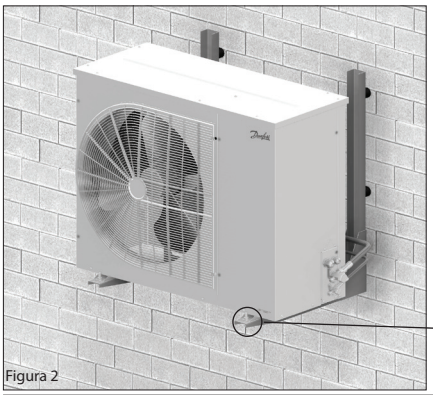

Figura 2
- A unidade deve ser instalada firmemente em um suporte rígido e estável e deve estar fixa desde o início. Ver Figura 2